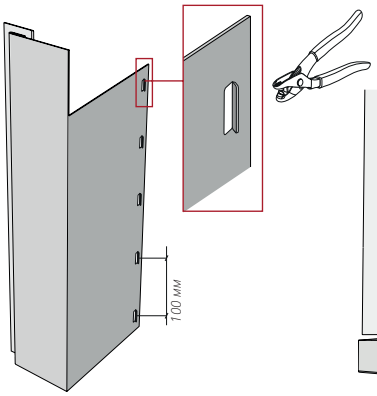
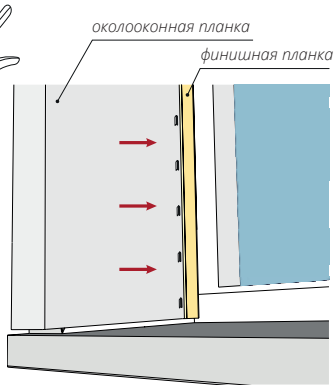

Рисунок 69
Рисунок 70
15.16 После того как околооконные планки подрезаны и подогнаны под размер оконного проема, используя просекатель насечек (рис. 69), сделайте насечки с интервалом 100 мм друг от друга. Вставьте околооконные планки в финишную планку (рис. 70). Произведите финальный монтаж согласно общим правилам монтажа.